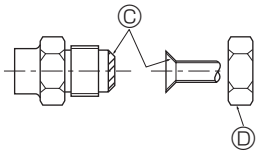

Fig. 4-5
4.3. Connecting pipes (Fig. 4-4, Fig. 4-5)
[Fig. 4-5]
Ⓐ (Fig. 4-5)